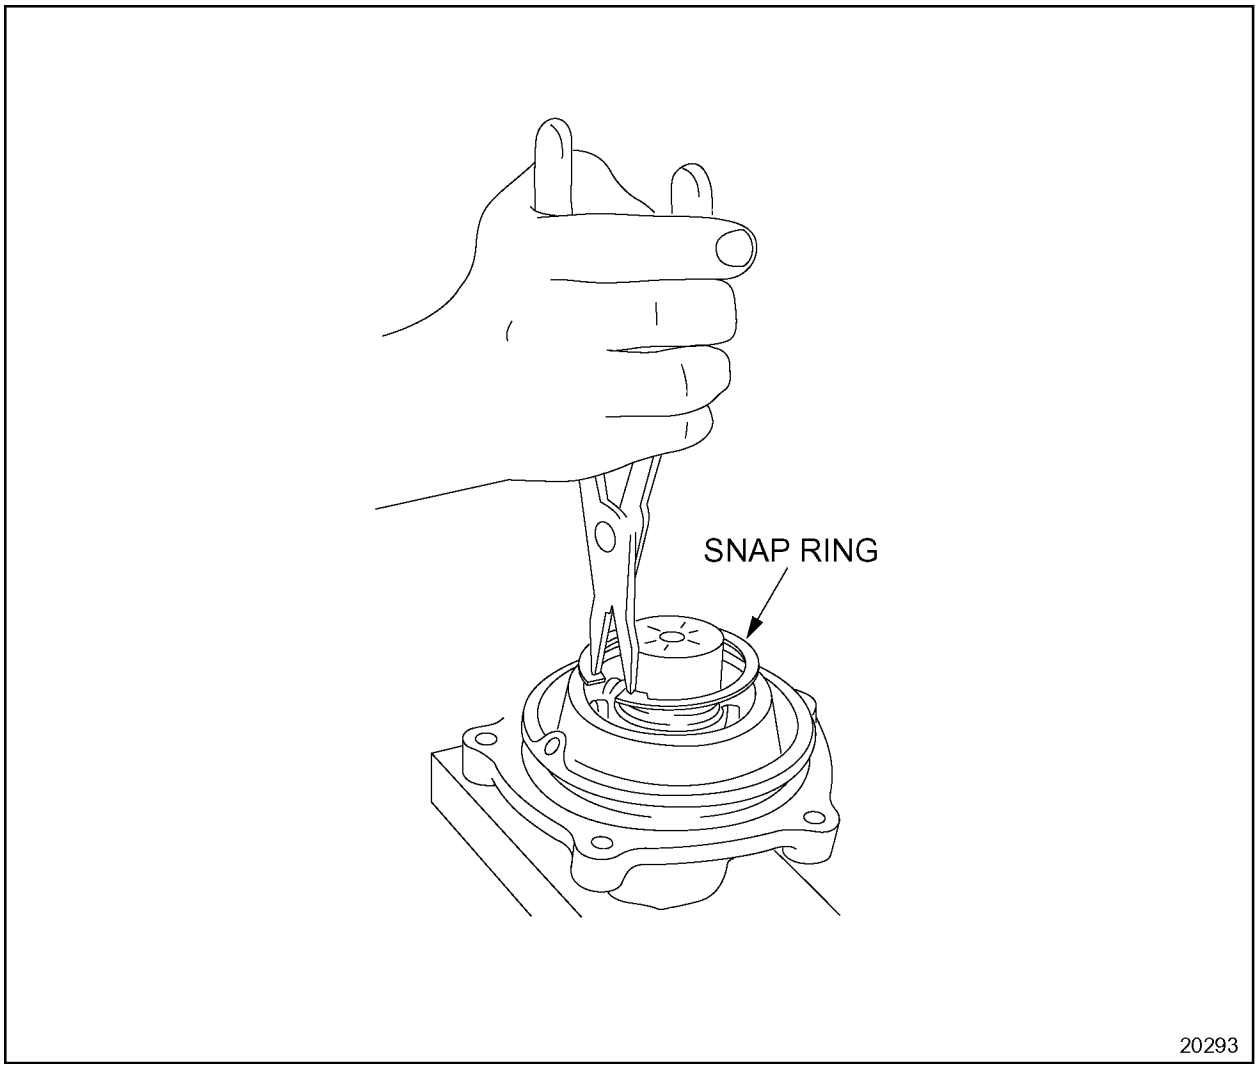

Figure 1-463 Snap Ring Removal
10. Remove the snap ring from the accessory drive housing. See Figure 1-463.
8. Support the holding fixture, J 36024-3 (part of toolset J 36024–D) on two steel plates and position the accessory drive housing into the hole in the fixture. See Figure 1-463.